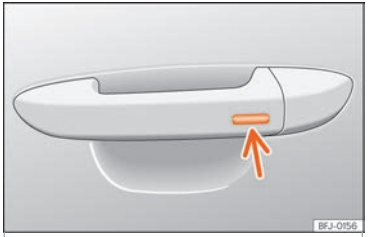

Fig. 97 Door handle: sensor surface.
- Press and hold the locking sensor surface ››› Fig. 97 (arrow) on the door handle to close the sunroof. If you release the sensor surface, the closing movement stops.